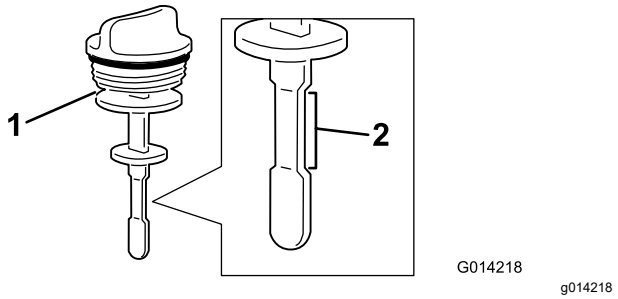

Рисунок 108
4. Извлеките масломерный щуп из заливной горловины и проверьте уровень гидравлической жидкости (Рисунок 108).